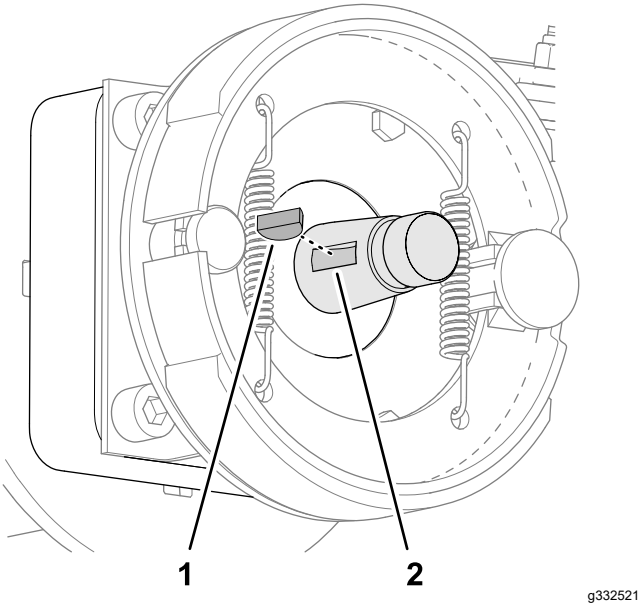

Figur 83
2. Sätt in woodruffkilen i skåran på hjulmotoraxeln (Figur 83).